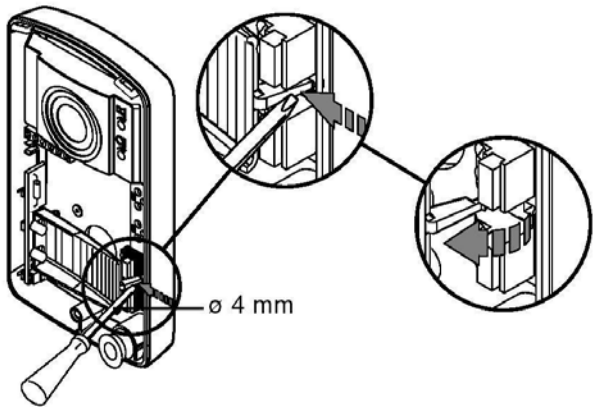

rys. 23
1) Po zdjęciu płyty czołowej zdjąć z zaczepu dolna podstawę etykiety na nazwisko (**rys. 23**),